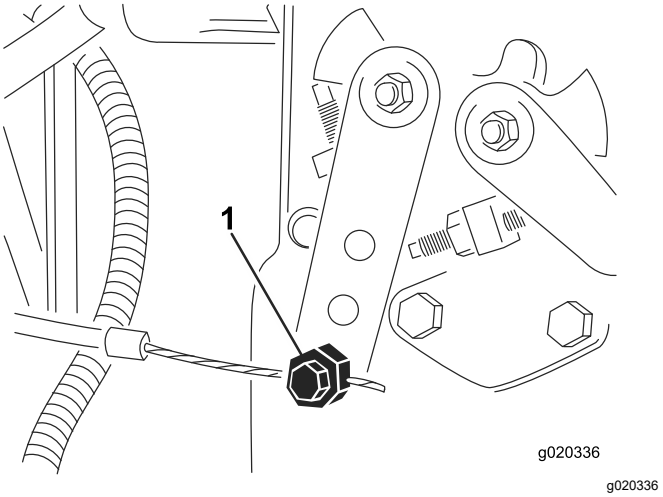

Figur 92
4. Lossa gasreglagekabelns kontaktdon på spaken vid insprutningspumpen (Figur 92).